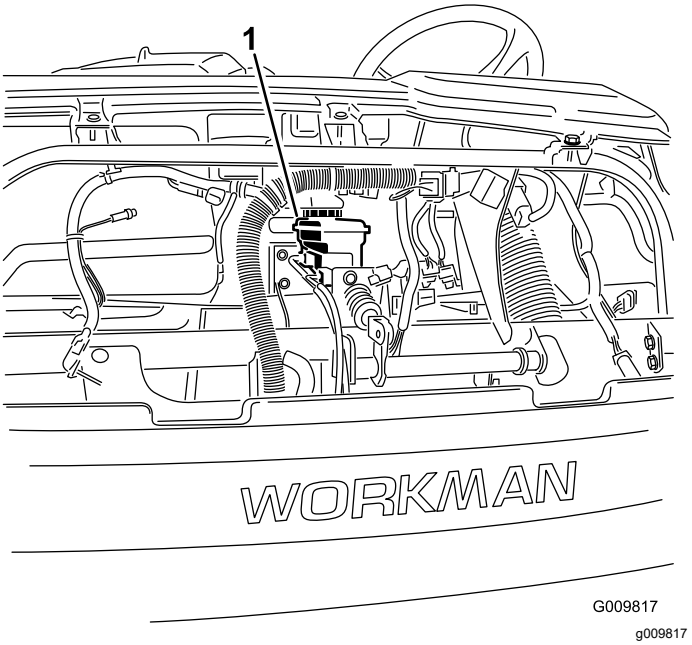

**Figur 56**
4. Lyft upp motorhuven så att du kommer åt huvudbromscylindern och behållaren (Figur 56).